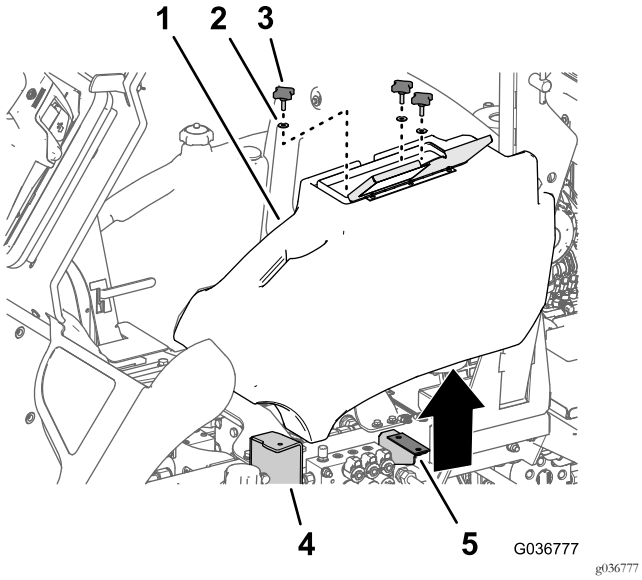

Figura 7
1. Abra la cubierta del compartimento de almacenamiento (Figura 7).
2. Afloje y retire los 3 pomos y las 3 arandelas que fijan el compartimento a la brida del escalón y el soporte del compartimento de almacenamiento (Figura 7).